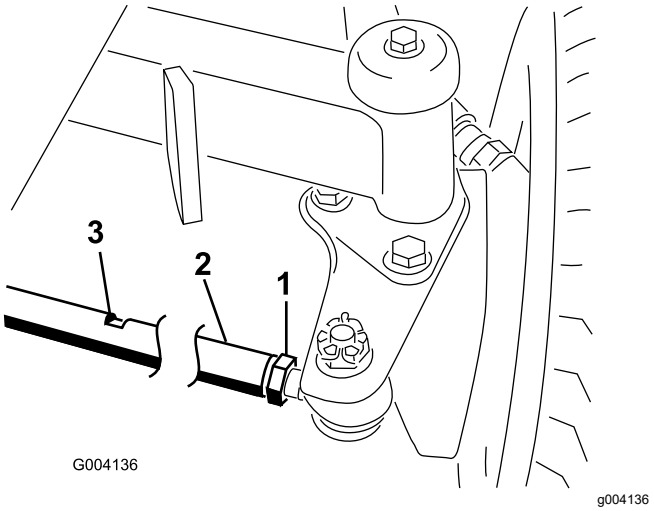

**Figuur 110**
1. Draai de contramoeren aan de uiteinden van de trommel van de tractiestang los (Figuur 110).